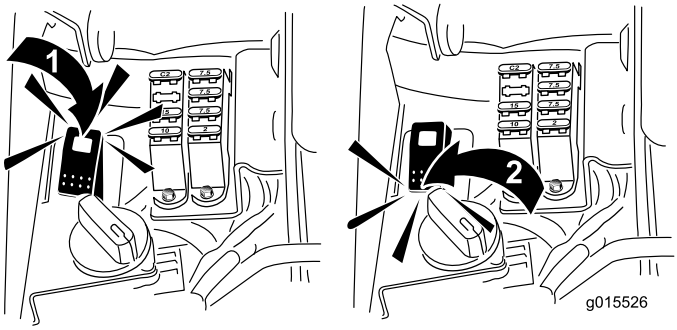

**Figur 59**
5. Vrid slipningsbrytaren till bakåtläget (R) (Figur 59).